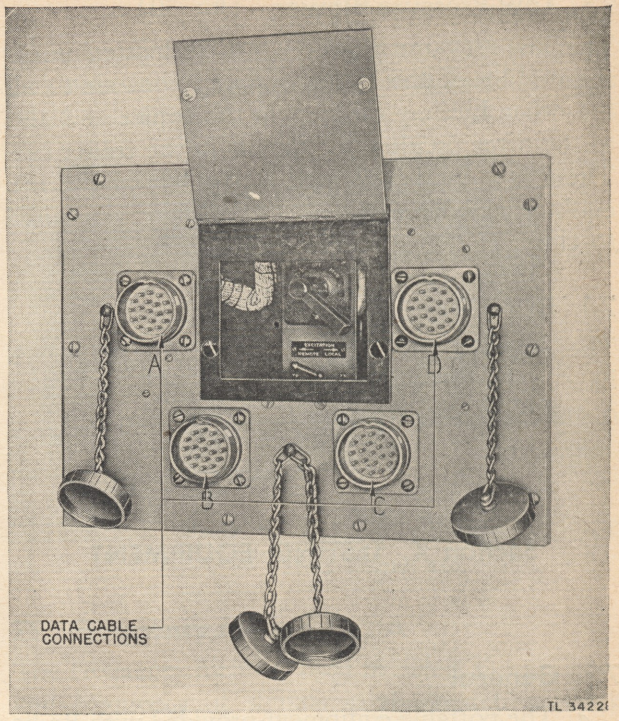

Figure 85. Data Junction Box JB–65–A.
a. The junction box, which is the terminating point for cables from the various gun directors, is mounted on the rear end of the trailer on the left side. It consists of the four cable terminals or receptacles, two switches (fig. 85), and seven terminal boards which are mounted inside the junction box. The cables between Radio Set SCR–545–A and the gun directors are supplied with the directors.
(1) Directors M-4 and M-7 require selsyn data, as follows: